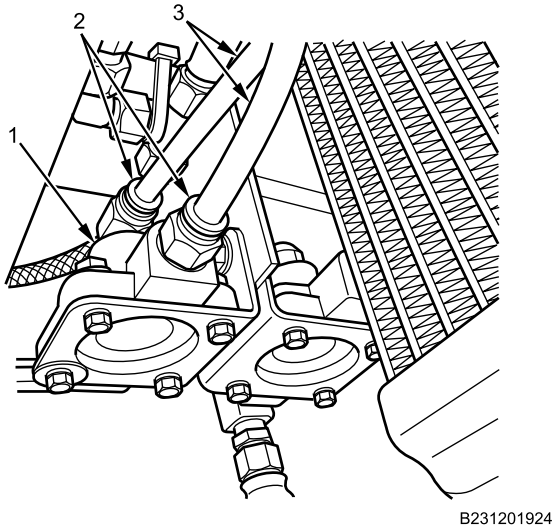

Figure 3. Front Air Brake Quick Release Valve.
4. Install two air lines (Figure 3, Item 3) in quick connect fittings (Figure 3, Item 2) on front air brake quick release valve (Figure 3, Item 1). Ensure air lines are fully inserted and cannot be pulled free from fittings.